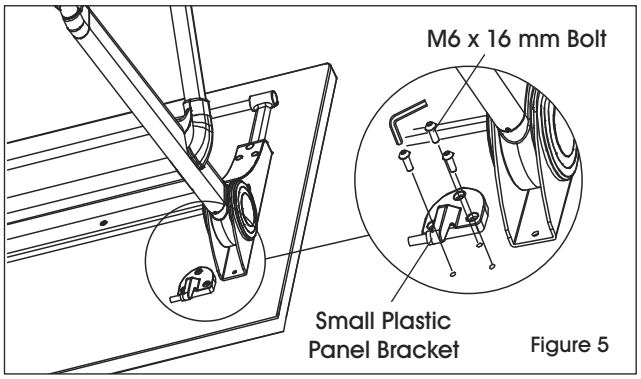

Figure 5
7. On the tabletop side opposite of the round metal crossbar (6), attach one small plastic panel bracket (7) on one end using three M6 x 16 mm bolts (9). (See Figure 5)